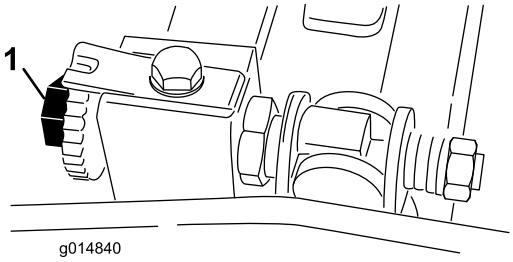
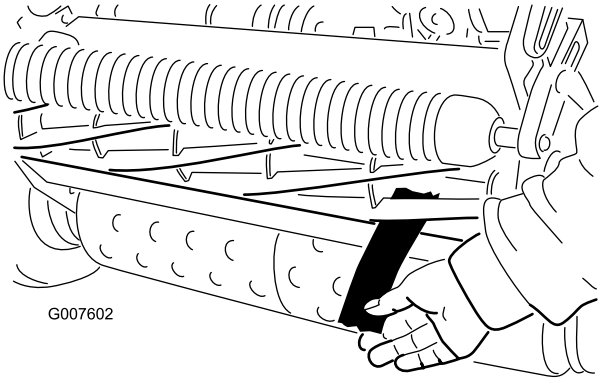

Figuur 45
Figuur 46
2. Zorg ervoor dat de snijplaat geen contact maakt met de messenkooi door de stelschroeven van de snijbalk linksom te draaien (Figuur 45).
4. Steek een lange strook krantenpapier tussen de messenkooi en de snijplaat aan een uiteinde van de voorkant van de messenkooi (Figuur 46). Draai de messenkooi langzaam naar voren en draai de stelschroef van de snijbalk telkens één klik rechtsom totdat het papier aan hetzelfde uiteinde van de mensenkooi enigszins wordt vastgeklemd als het vanaf de voorkant evenwijdig aan de snijplaat wordt ingestoken, zodat u een lichte weerstand voelt als u aan het papier trekt (Figuur 45).
6. Als de afstelling is voltooid, moet u controleren of de messenkooi een stuk papier kan vastklemmen als dit van de voorkant wordt ingestoken en het papier afsnijdt als dit in een rechte hoek ten opzichte van de snijplaat wordt ingestoken (Figuur 46). Het papier moet kunnen worden afgesneden bij een zeer gering contact tussen de snijplaat en de messen van de messenkooi. Als het contact tussen snijplaat en messenkooi te zwaar wordt (meer dan 0,79 Nm), moet u de messen van het maaidek wetten of slijpen om de scherpe snijranden te krijgen die nodig zijn om met grote precisie te kunnen maaien, zie *Toro's handleiding voor het slijpen van messenkooien*.